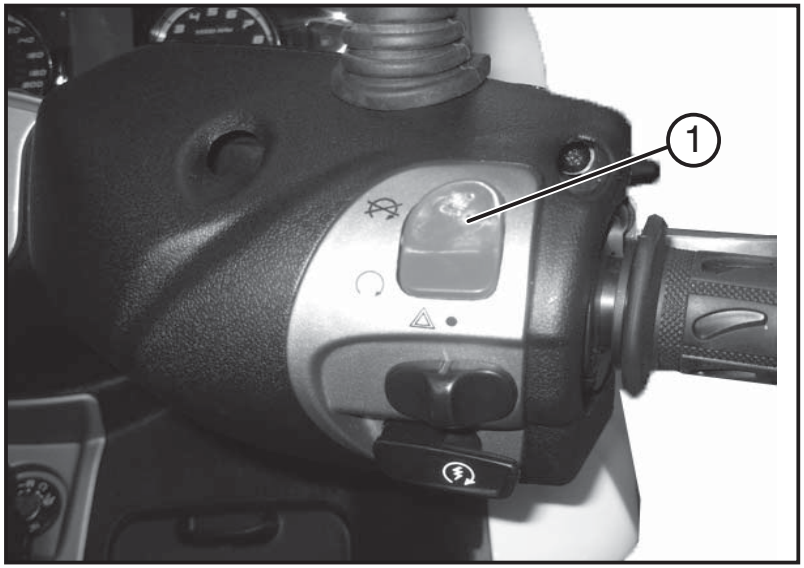

Fig. 01 QSI0080
5.5 ARRESTO MOTORE (Fig. 01)
1- Premere il comando arresto motore «**1 - Fig.01**» lasciando la chiave di avviamento in posizione «**ON**».